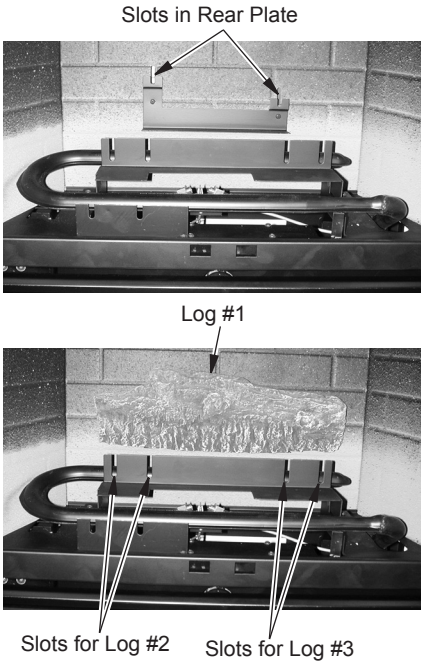
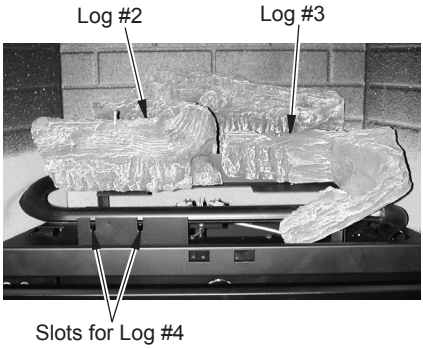
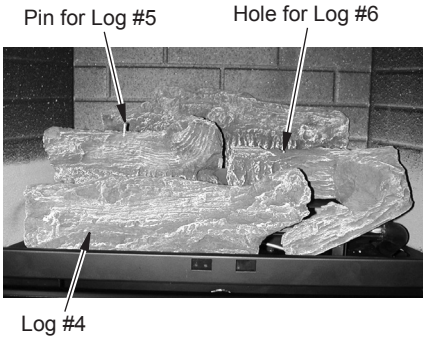

Figure 16 - Installing Log #1
Figure 17 - Installing Logs #2 and #3
Figure 18 - Installing Log #4
1. Install pins on log #1 into the two slots in the bracket attached to rear wall (see Figure 16).
2. Install pins on log #2 into the two slots in left side of the middle bracket (see Figure 16 and Figure 17).
3. Install pins on log #3 into the two slots in right side of the middle bracket (see Figure 16 and Figure 17).
4. Install pins on log #4 onto the two slots in the front bracket (see Figure 17 and Figure 18, page 18).
5. Insert the recessed hole on the bottom of log #5 onto the pin on log #2 (see Figures 18 and 19, page 18).
6. Insert the pin on log #6 into the hole on log #3 (see Figures 18 and 19, page 18).